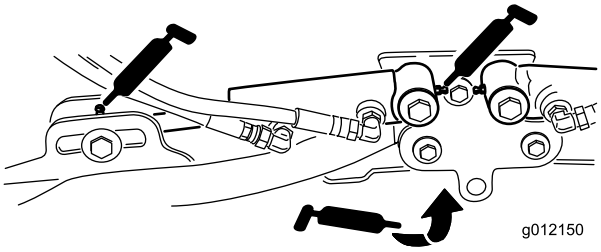

Figur 46
- Klippenheternas lyftarmscylindrar (2 var) (Figur 46)
- Lyftarmens svängtappar (1 var) (Figur 46)